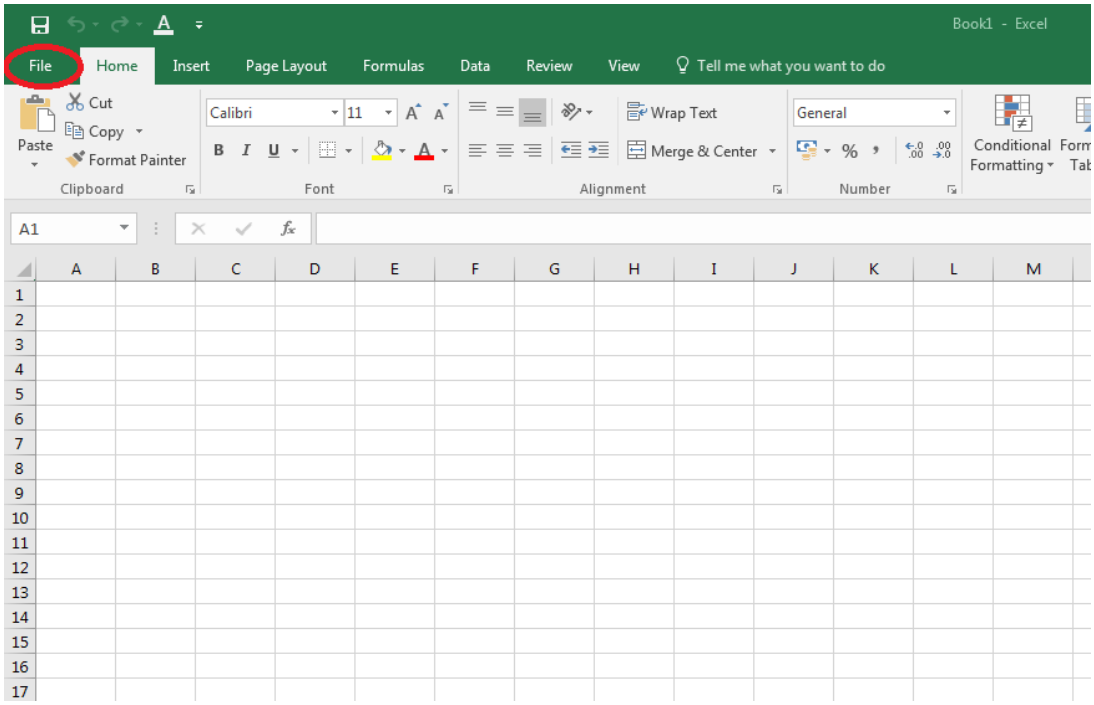

Figure 2.1: Registering FluidEXL*Graphics* as Add-In in Excel® 2016
- Click the "File" button in the upper left hand corner of Excel® (see Fig. 2.1)